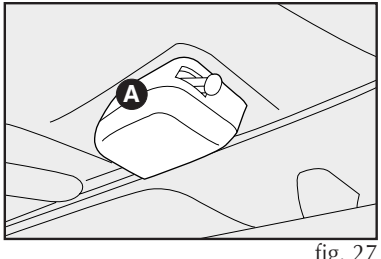

fig. 27
CONSOLA DE TECHO - fig. 27
- utilizando un destornillador en el punto **A-fig. 27**, retire la consola de techo completa que está fijada a presión.